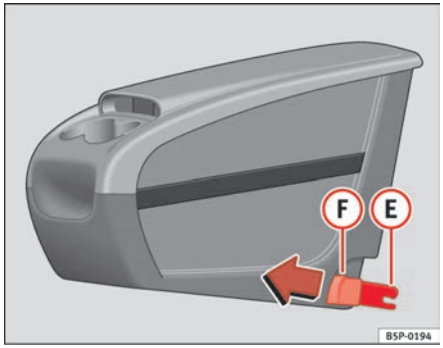
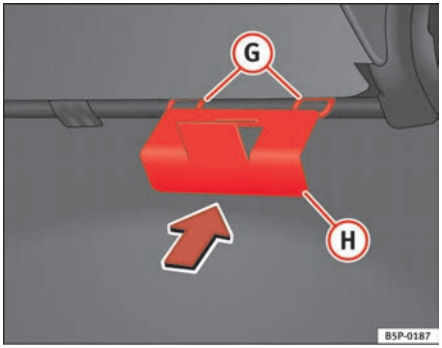

Fig. 112 Mobile stowage compartment Installation
Fig. 113 Mobile stowage compartment mounting plate
– Fit the mobile stowage compartment mounting plate (H) ⇒ fig. 113 from the inside of the vehicle, through the rear section of the seat. It should be fitted between the back rest and the seat, in the central seat area.
– Set both mounting pieces together (E) ⇒ page 141, fig. 112, with both mounting rings (G) ⇒ page 141, fig. 113 and press hard until both the clips completely connect with the rings.
– Pull each of the buttons ⇒ page 141, fig. 112 (F) on the clips (red buttons) forwards, until they snap out of place.